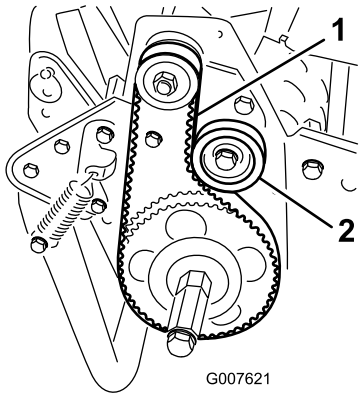

Figur 31
2. Kontroller spændingen ved at trykke remmen ned midt på remskiverne (Figur 31) med en belastning på 1,8 til 2,3 kg. Remmen skal afbøje 6 mm.
A. Løsn styreremskivens monteringsmøtrik, og drej styreremskiven med uret mod bagsiden af remmen, indtil den ønskede remspænding opnås (Figur 31).